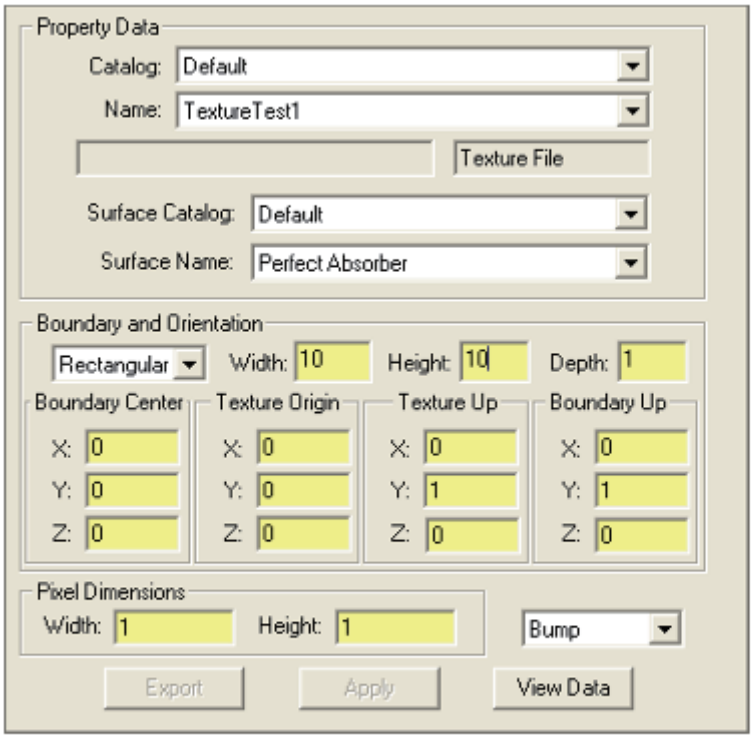

FIGURE 4.33 - Depiction of the Apply Properties: RepTile dialog for a property of Texture File type.
それ以外の場合、RepTile テクスチャファイルの定義、適用、および光線追跡は、他の RepTile プロパティと同じ方法で実行されます。RepTile テクスチャファイル内に含めることができるフィーチャージオメトリタイプの現在の機能は、3.56 ページの表 3.13 に示されています。図 4.33 は、テクスチャファイルがサーフェスに適用される場合の「プロパティの適用 |RepTile」ダイアログを示しています。この実際のプロパティ（TextureExample）を定義する手順は、3.55 ページの「RepTile ジオメトリ」に示されています。
- 奥行き：選択された境界のモデル単位の奥行き。奥行き座標は、バンプの選択によって異なります（図 4.33 の下部にあるコンボボックスを参照）。詳細については、4.52 ページの「テクスチャ RepTile のベース平面の指定」を参照してください。